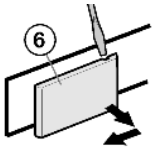

Fig. 6
▶ Griffseitige Abdeckung *Fig. 6 (6)* mit Hilfe eines Schraubendrehers lösen und nach außen abnehmen.